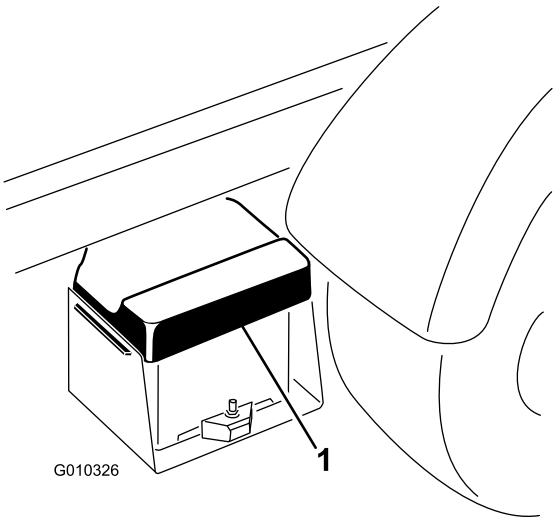

Figura 53
1. Aperte a tampa da bateria para libertar as patilhas da base da bateria. Retire a tampa da bateria da base (Figura 53).